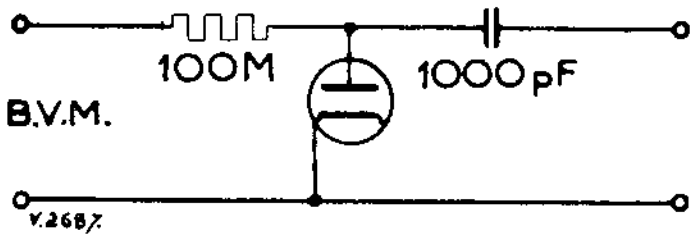

Fig. 3
In fig. 3 zien we het onderaanzicht van de antenne. Het onderste paar dipolen wordt met een ¼ λ stuk lijn (in de figuur aangegeven met L_A) aan elkaar verbonden,
v.2719. Fig. 3
De buisvoltmeter is slechts geschikt voor *gelijkspanningen.* Voor wisselspanningen (hoog- of laagfrequente) kan als meetkop de schakeling van fig. 3 gebruikt worden. Als diode kan hierin worden toegepast de 1N34, OA55 en dergelijke. Ook kan een normale vacuumdiode gebruikt worden, bijv. de EY51 (voor hoge spanning).
Op de aansluitpunten van een van de dipolen verkrijgen we nu een impedantie van 75:2 = 37,5 ohm. Willen we de antenne voeden met 300 ohm twin-lead, dan moeten we er een $\frac{1}{4}\lambda$ transformator tussenzetten, in fig. 3 aangegeven met L_B. De impedantie hiervoor is dan $Z_0 = \sqrt{300 \times 37{,}5} = 105$ ohm. Dit kan men maken van drie stukken 300 ohm lijn van elk 41,4 cm lang, parallel.